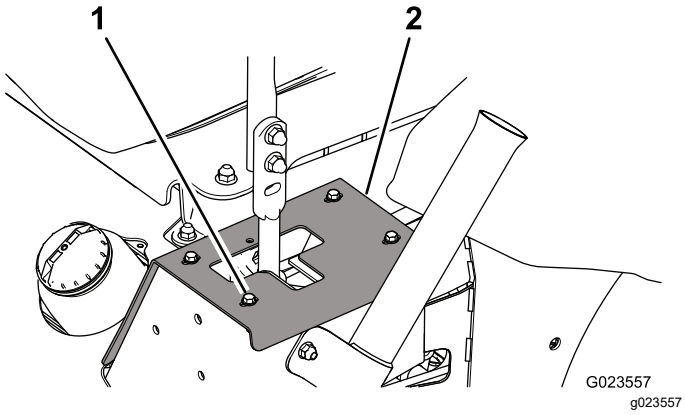

**Figuur 61**
2. Om bij de bevestigingsbouten van de demper te komen, verwijdert u de bouten waarmee de aanslagplaten bevestigd zijn aan het frame (Figuur 61).